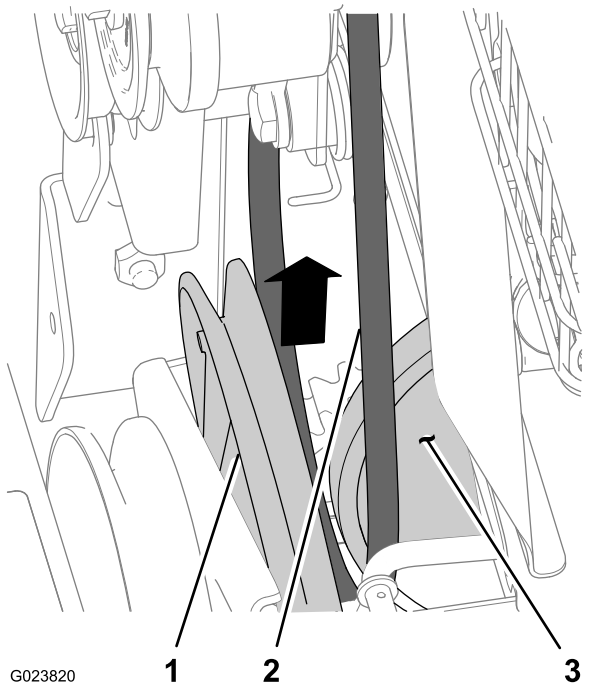

Figura 43
6. Fate scorrere via la cinghia di trazione dalla scanalatura della puleggia di trazione e verso l'alto tra la puleggia e la ruota di frizione (Figura 43).
1. Allineate la cinghia di trazione tra la ruota di frizione e la puleggia di trazione (Figura 43).